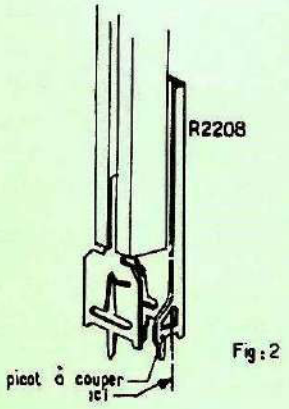

Fig:2
- couper la petite équerre du support de la nouvelle résistance, suivant figure 2.